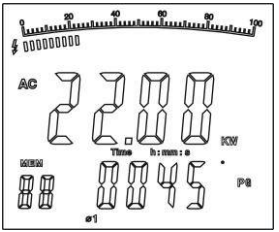

Figure 7
1. Press **SEL** to choose first phase Ø1, see figure 7. The double displays show the acitve power kW value and the PG value of the second phase **1.**